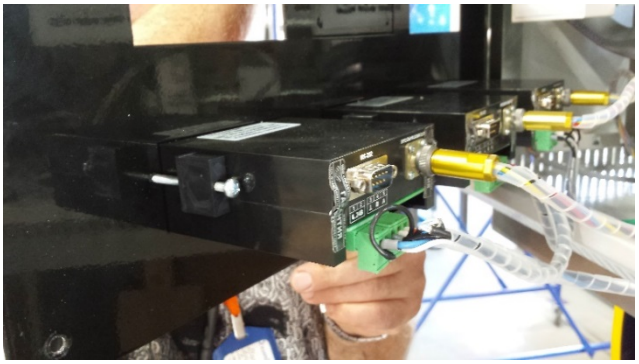

Рисунок 43 – *Крепление блока индикации ИВТМ*
- снять фиксаторы и вынуть блок индикации ИПВТ (рис. 43);